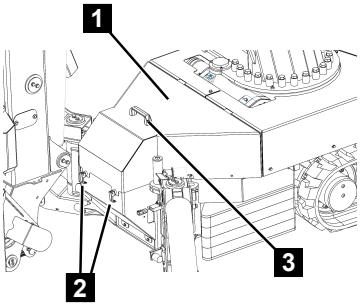

Fig. 175
2. Remove the cover (Fig.175/1) by loosening the catches (Fig.175/2) and using the handle (Fig.175/3).